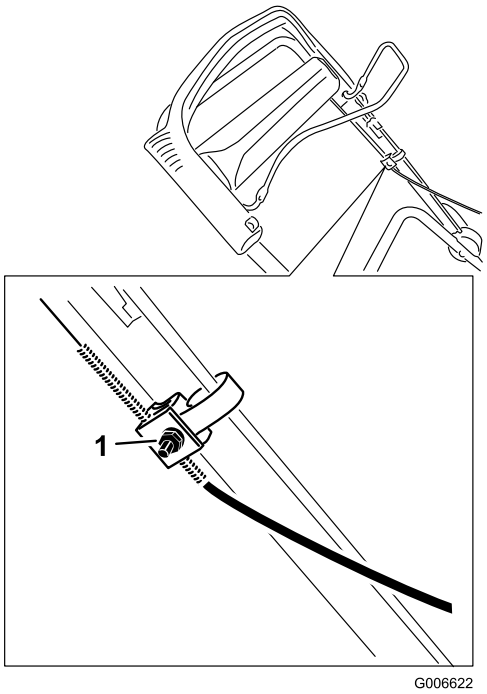

Figur 28
3. Løsne mutteren på kabelfestet (Figur 28).